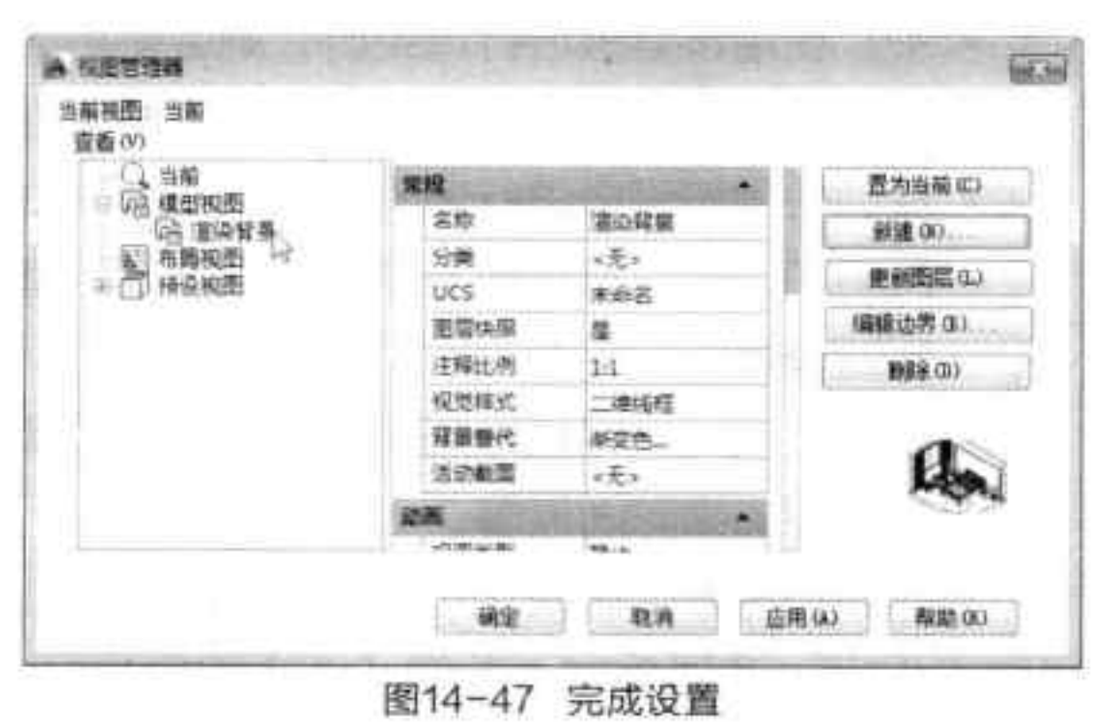

图14-47 完成设置
Step 04 设置好后单击“确定”按钮返回上一层对话框，单击“确定”按钮返回“视图管理器”对话框，如图 14-47 所示。